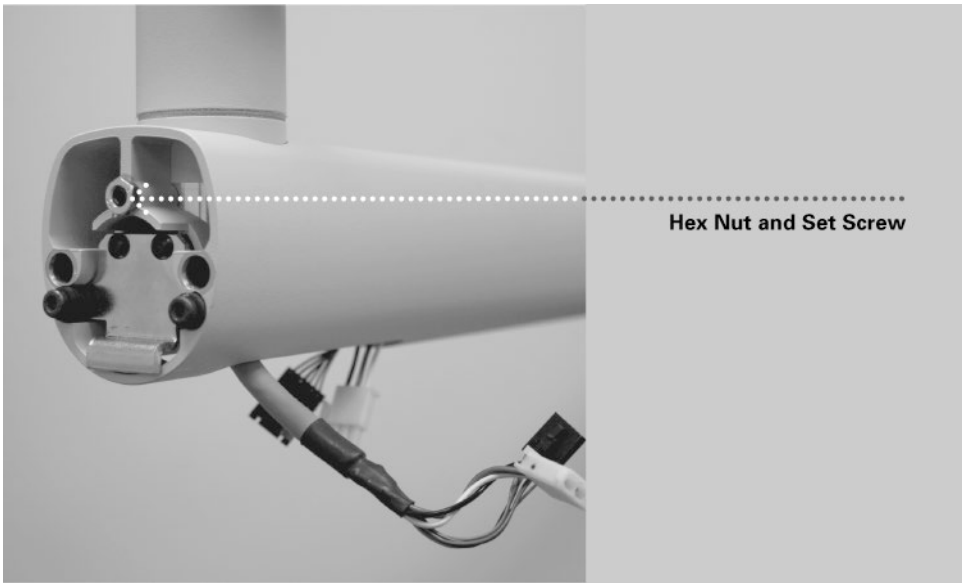

Figure 21
2. Insert the M6 x 25 mm long set screw, as shown in *Figure 21*. Using a 3 mm Allen wrench, tighten the screw fully than back off ¼ turn and secure with the hex nut.